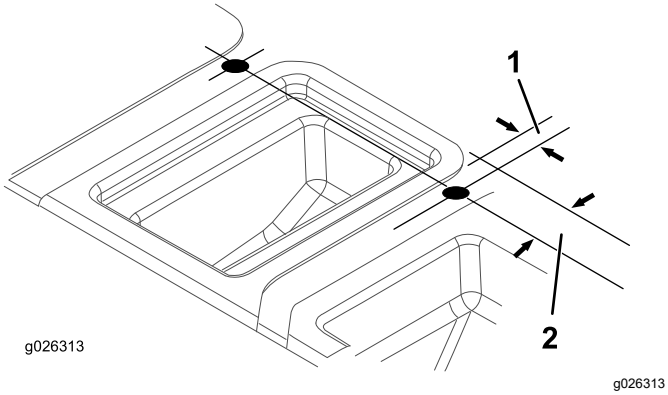

Figura 10
5. Utilizando as dimensões mostradas na Figura 10, localize, marque e faça 2 furos (2,54 cm) na parte superior da base do banco. Localize um furo em cada lado do compartimento central.